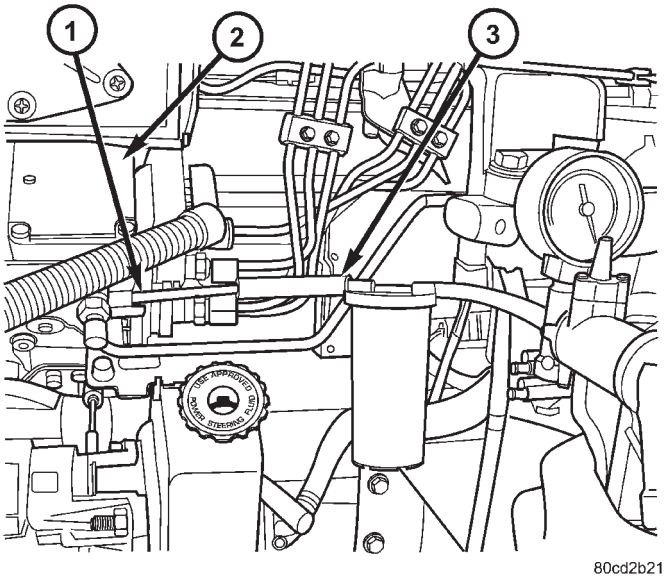

Fig. 10 VACUUM PUMP AT VP-44 PUMP
(3) Disconnect rubber fuel hose at VP-44 inlet (Fig. 10). Connect your hand-operated vacuum pump at this inlet point.
(4) Perform vacuum test. Be careful not to allow liquid fuel to get into your hand-operated vacuum pump.